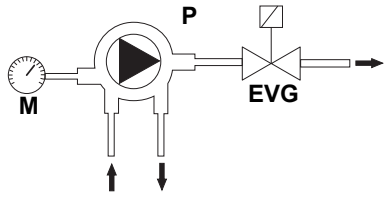
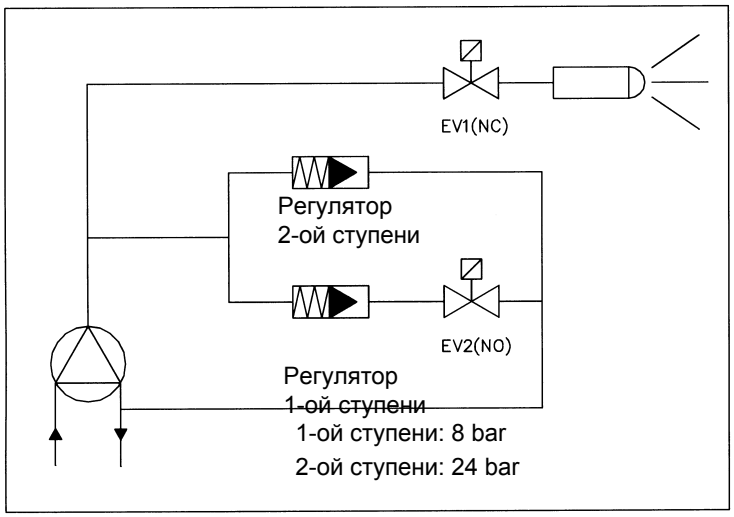

Рис. 16
Рис. 17
Расход дизельного топлива определяется за счет выбора форсунки соответствующего размера, подходящего к мощности котла/потребителя и регулировки максимального давления на подаче топлива на насос на 12 бар. (см. принципиальную схему топливного контура на Рис. 16 ; для регулировки давления насоса необходимо использовать регулировочный винт, указанный в параграфе “Дизельные насосы” на Стр.14. Для выбора форсунки обратиться к таблице.
2. воздействовать с помощью отвертки на винт **VR** (Рис.15): вращать против часовой стрелки для выдвижения головы сгорания вперед (Рис.17) или по часовой стрелке для того, чтобы сдвинуть ее назад (Рис. 16). Индикатор **ID** указывает на сколько сдвинулась голова сгорания.